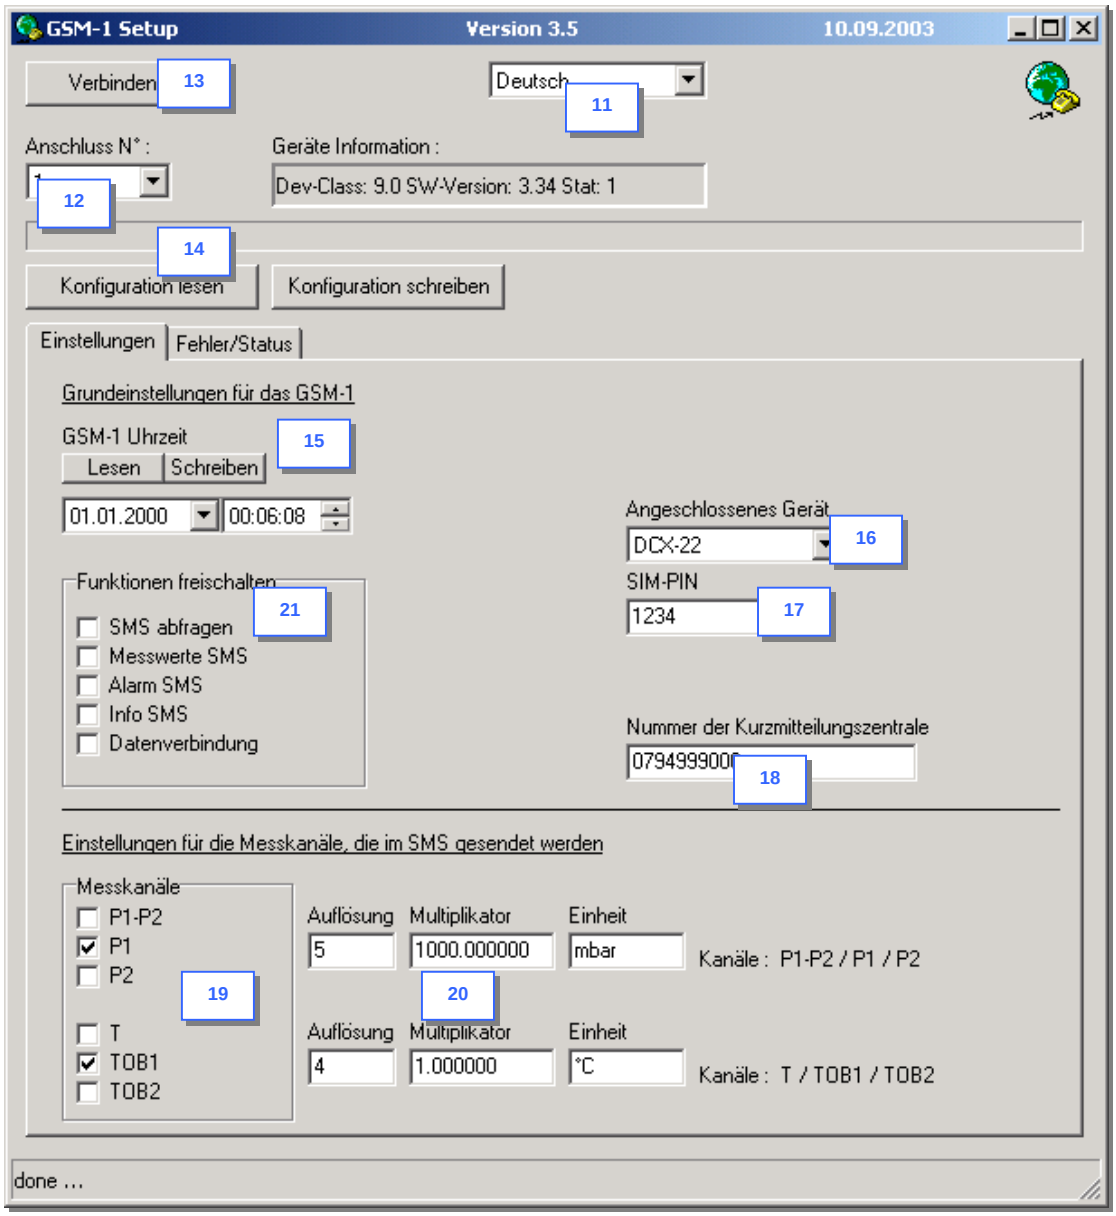

Abb. 11: Konfiguration
- **Registerkarte *Einstellungen*:** (siehe Abbildung 11)